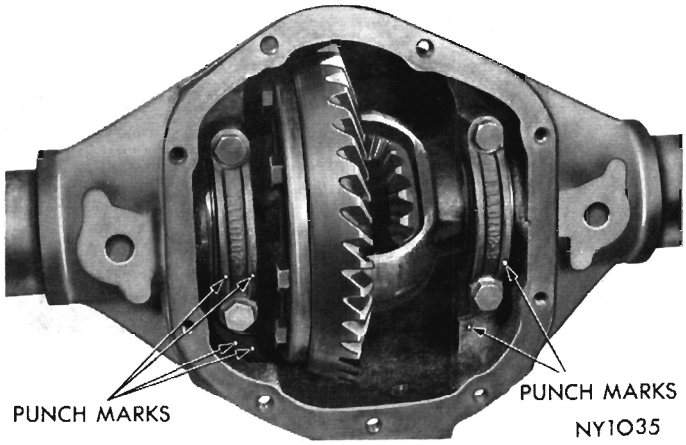
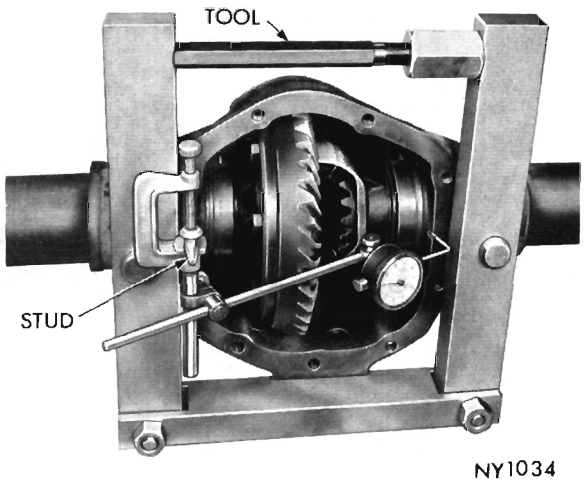

Fig. 11—Bearing Cap Identification
Fig. 12—Spreading Rear Axle Housing
(8) Mark axle housing and differential bearing caps for location in reassembly (Fig. 11).
(9) Remove differential bearing caps and locate spreader Tool C-3721 with tool dowel pins seated in locating holes of axle housing. Turn tool screw finger tight at this time.
(10) Install pilot stud, Tool C-3288, on left side of axle housing. Attach dial indicator and load indicator stem slightly against opposite side of axle housing (Fig. 12).
(11) Tighten spreader tool nut sufficiently to obtain .012 to .015 inch movement of dial indicator to permit removal of differential case assembly. (Do not spread over .020 inch.)
(12) Remove dial indicator and remove differential